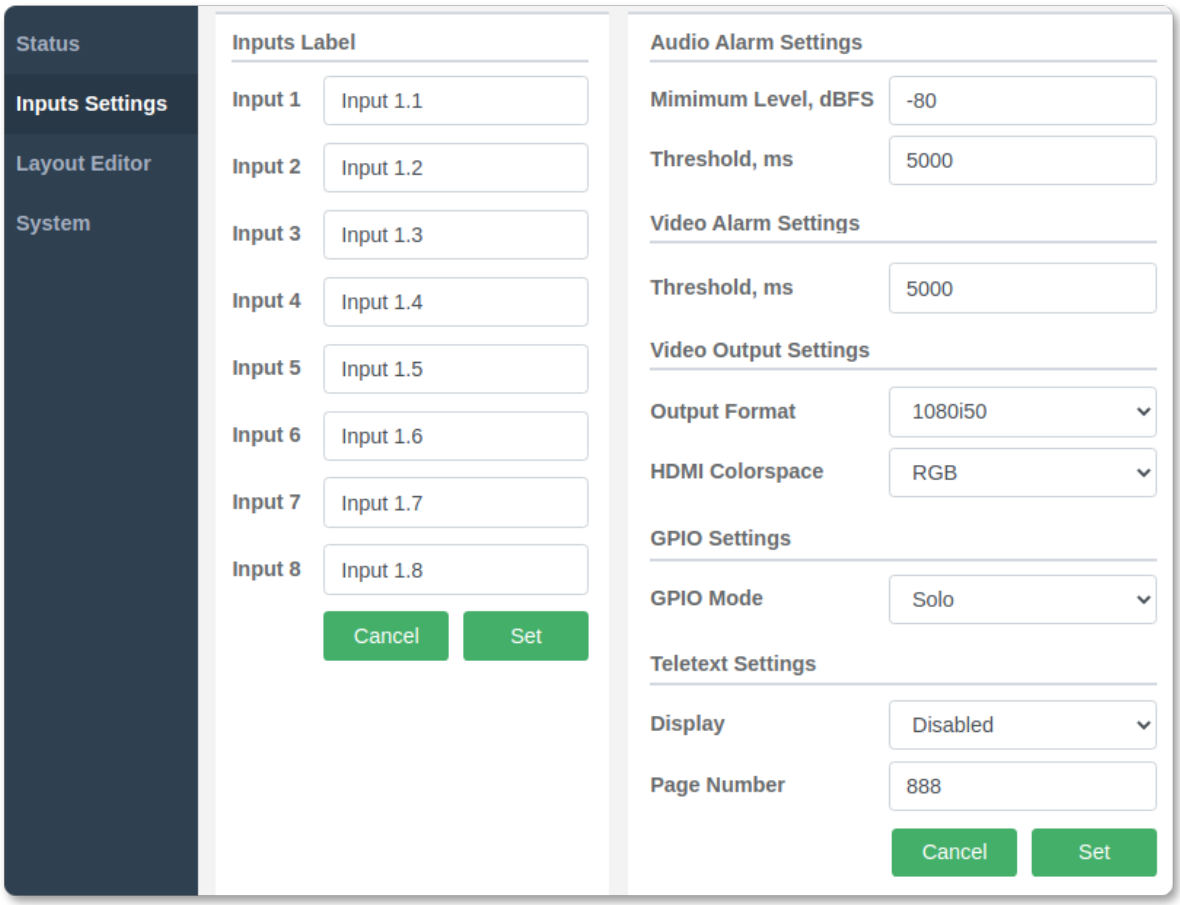

Рис. 8. Вкладка `Input Settings`
Название входного сигнала индицируется в центре нижней части изображения. Присвоение имен каждому из входов осуществляется во вкладке `Input Settings` на панели `Inputs Label` (рис. 8).
Выбор формата выходного сигнала осуществляется во вкладке `Input Settings` на панели `Video Output Settings` (рис. 8). Для выбора доступны два формата: 1080i50 и 1080p25.
- `Static` – используется имя, которое присвоено во вкладке `Input Settings` на панели `Inputs Label` (рис. 8),
Управление отображением осуществляется во вкладке `Input Settings` на панели `Teletext Settings` (рис. 8).
Критерии для формирования ошибок в звуковом канале задаются во вкладке `Input Settings` на панели `Audio Alarm Settings` (рис. 8).